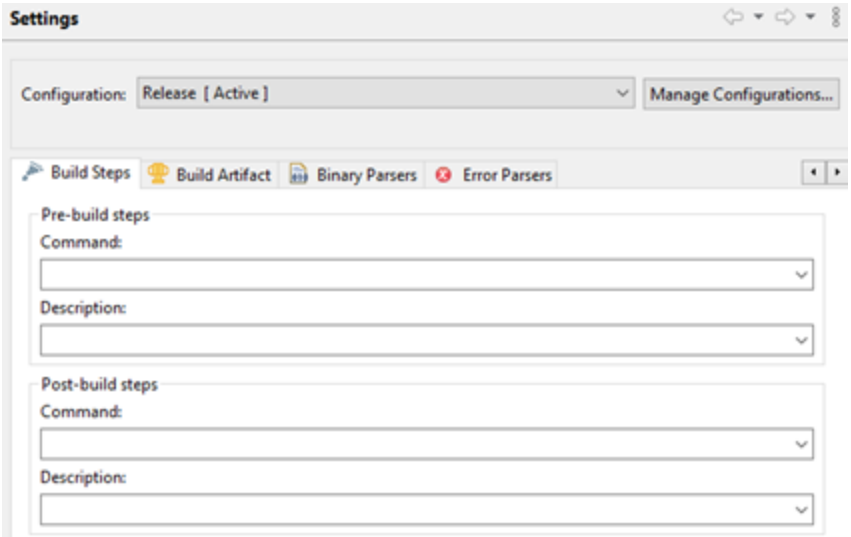

Figure 22. Deleting Command in Post-Build Steps
d. Delete **Command** in **Post-build steps** (see the "Deleting Command in Post-Build Steps" figure (Figure 22)).